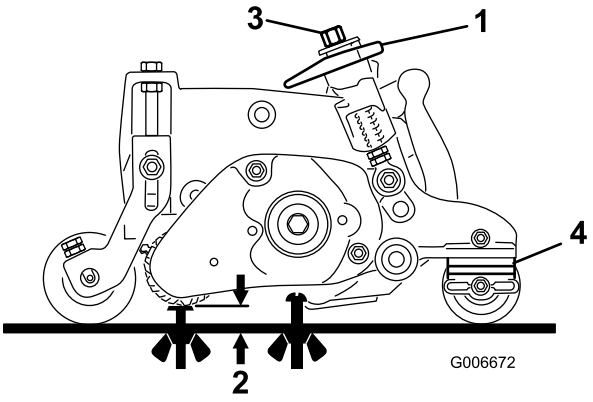

Figure 44
1. Make sure the groomer is set to the desired height of groom (HOG) (Figure 44).